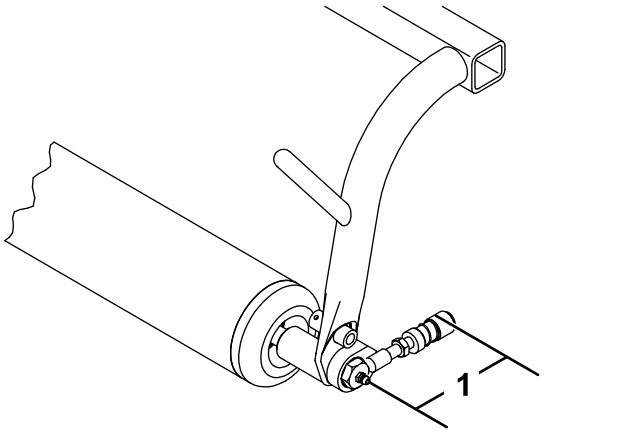

Bild 5
9. Stellen Sie die Kugelgelenkaufnahme so ein, dass der Abstand zwischen der Schmierschraube und der Öffnung in der Kugelgelenkaufnahme 9,1 cm beträgt; ziehen Sie die Klemmmutter fest, um sie zu befestigen (Bild 5).